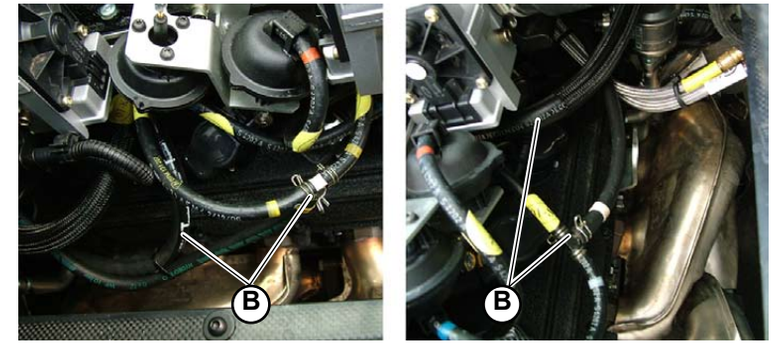

Fig.4
3. Connect the manifold valve pipes (**B-Fig.4**).